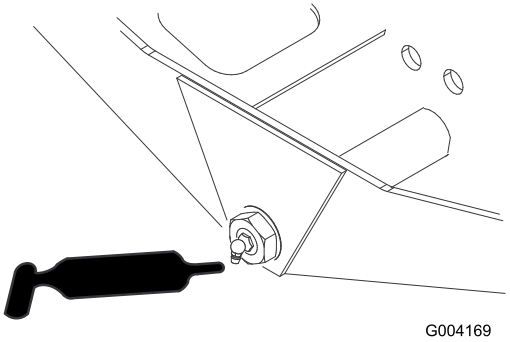

Figur 47
- Akselstyretap (1) (Figur 47)